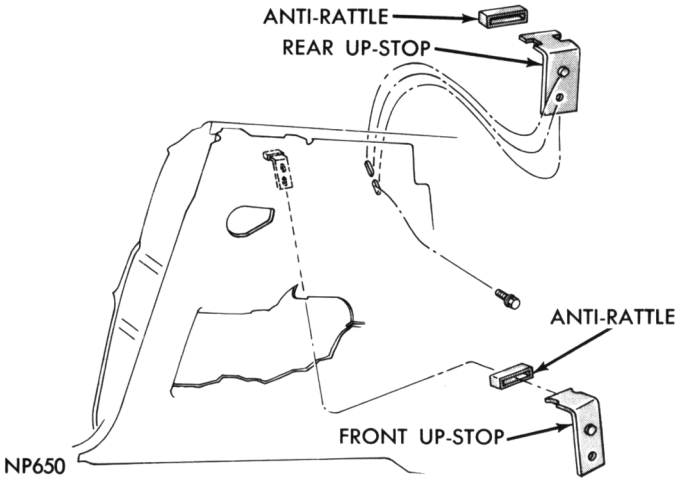
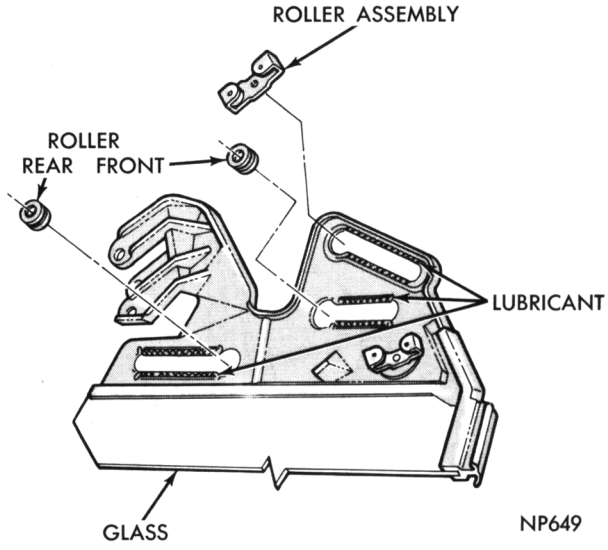

Fig. 49—Quarter Window Up-Stops—Convertible
Fig. 50—Quarter Window Assembly—Convertible
(2) Remove front and rear up-stops (Fig. 49).
(3) Remove regulator arm studs for rollers.
(4) Raise window assembly out of panel.
(5) Remove roller and bracket assemblies and rollers from glass lower frame tracks (Fig. 50).